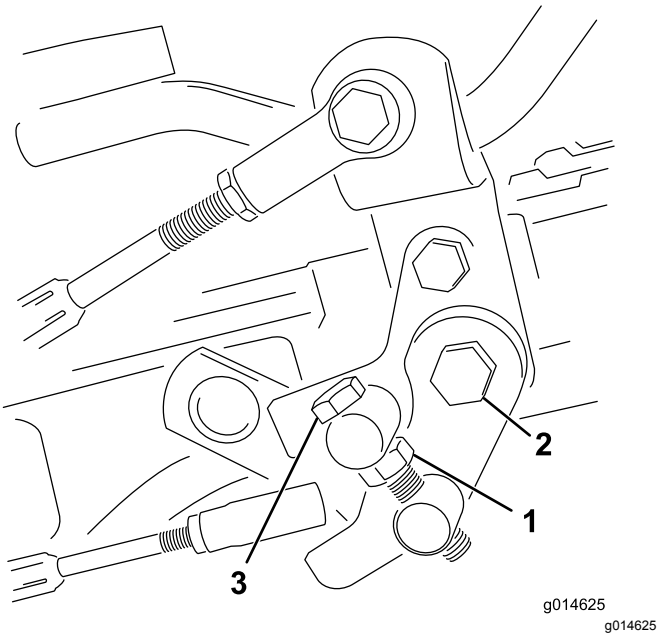

Figur 39
1. Løsne låsemutteren på vuggetappbolten (Figur 39).
4. Stram låsemutteren på vuggetappbolten og mutteren på pedaltappen for å låse justeringen (Figur 39). Sjekk justeringen, og juster etter behov.